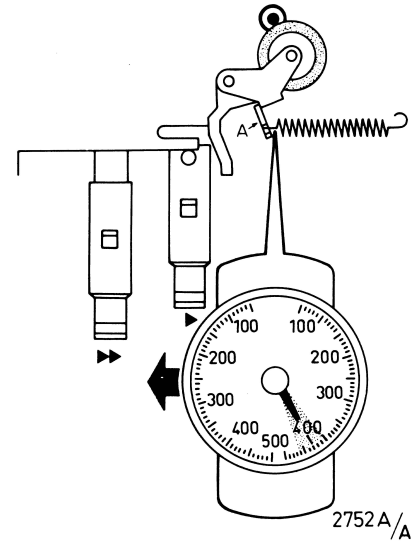

Fig. 4
5. Adjusting the force of the pressure roller 76, Fig. 4